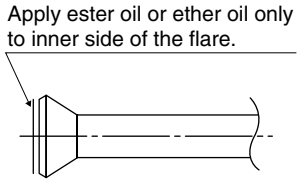

Fig. 7
- **Apply ester oil or ether oil around the flare portions before connecting. (Refer to Fig. 7)**
- When connecting the flare nut, apply ether oil or ester oil only to inner side of the flare, rotate three or four times first, then screw in. **(Refer to Fig. 7)**